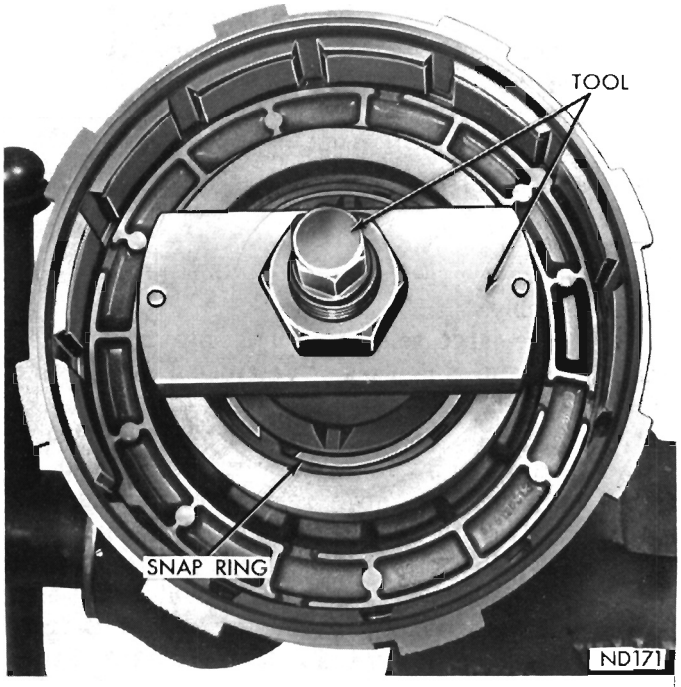

Fig. 72—Removing or Installing Front Clutch (Retainer Snap Ring (A-727)
(1) Remove large selective snap ring that secures pressure plate in clutch piston retainer. Lift pressure plate and clutch plates out of the retainer.
(2) Install compressor, Tool C-3863 over piston spring retainer, (Fig. 72). Compress springs and remove snap ring, then slowly release tool until spring retainer is free of hub. Remove tool, retainer and springs.
(3) Invert clutch retainer assembly and bump it on a wood block to remove piston. Remove seals from piston and clutch retainer hub.
(1) Lubricate and install inner seal on hub of clutch retainer. Make sure lip of seal faces down and is properly seated in the groove.
(2) Install outer seal on the clutch piston, with lip of seal toward bottom of clutch retainer. Apply a coating of wax type lubricant or Door Ease to outer edge of seals for easier installation of piston assembly. Place piston assembly in retainer and carefully seat piston in bottom of retainer.
(3) Refer to "Front Clutch Chart" and install springs on piston exactly as shown in Figure 74, 75, 76 or 77. Position spring retainer and snap ring over the springs. Compress springs with Tool C-3863 (Fig. 72), and seat snap ring in hub groove. Remove compressor tool.
(4) Lubricate all clutch plates, install one steel plate followed by a lined plate (disc) until the number given in the chart is installed. Install pressure plate and snap ring. Make sure snap ring is properly seated.
(5) With front clutch completely assembled, push downward on pressure plate and insert a feeler gauge